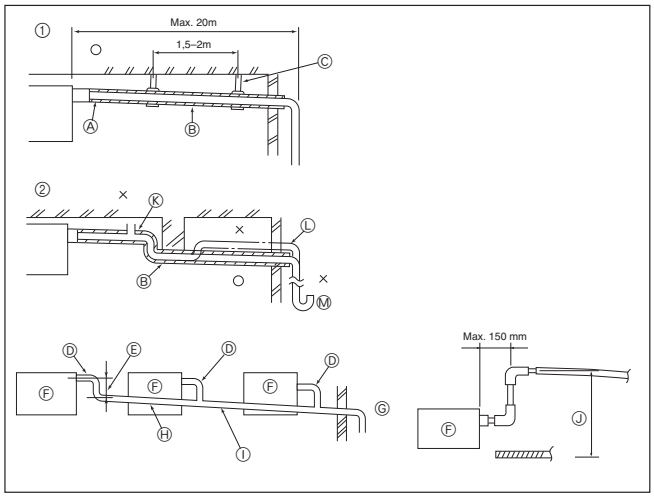

Fig. 6-1
6.1. Verrohrung der Dränage (Fig. 6-1)
① Richtige Verrohrung
② Falsche Verrohrung